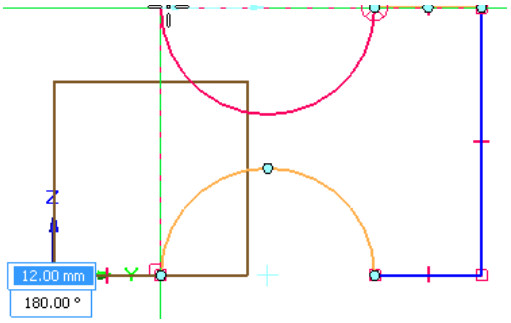

Figure 2-57 *Horizontal and vertical dotted lines displayed to define the endpoint of the arc*
15. Move the cursor once over the lower arc and then move it toward left in line with the upper right horizontal line from where this arc starts. On doing so, a horizontal dotted line originating from the upper right horizontal line is displayed. At the point where the cursor is vertically in line with the start point of the lower arc, a vertical dotted line appears from the start point of the lower arc, as shown in Figure 2-57.